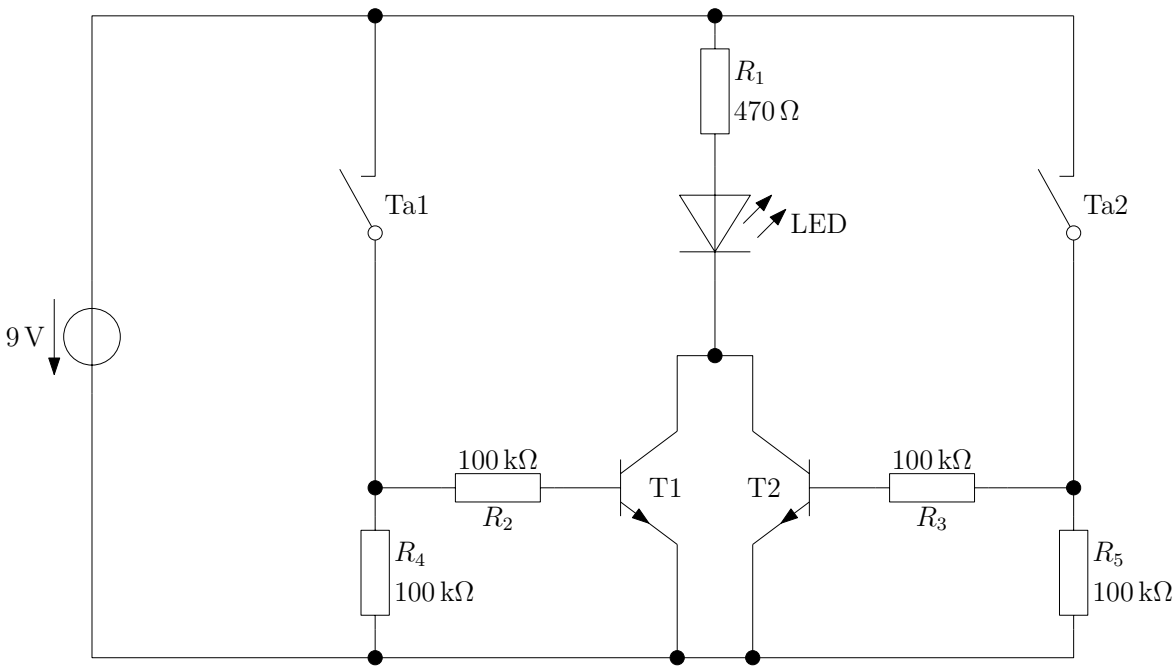

Abbildung 2.21: Experiment – Logikschaltung „OR“ (oder)
**Versuchsaufbau und -durchführung** Bauen Sie die Schaltung nach Abb. 2.21 auf. Beobachten Sie die LED und gehen Sie mit Ta1 und Ta2 alle Schaltzustände gemäß Tabelle 2.2 durch.